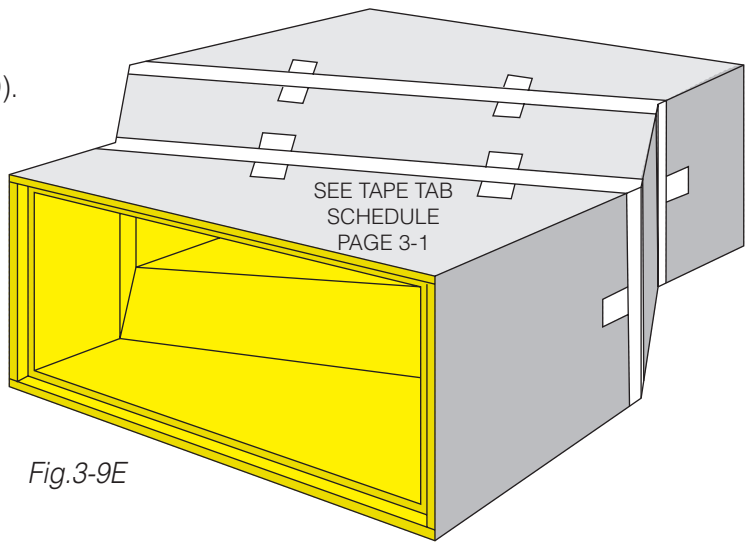

Fig.3-9E
8. Apply closure to circumferential joints (Fig. 3-9E). See Section IV, CLOSURE.